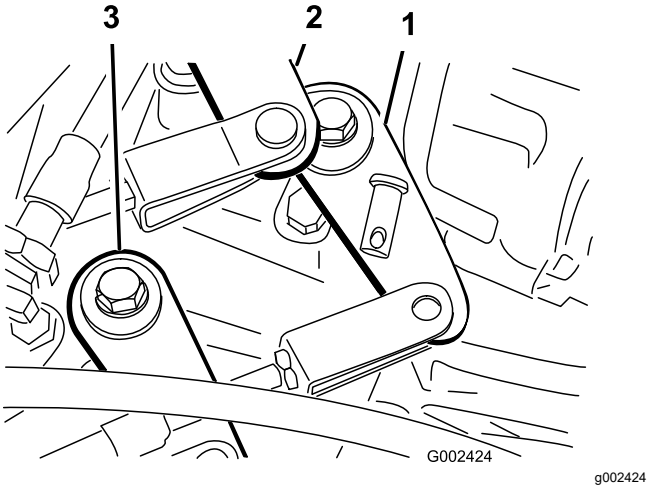

Figur 54
2. Fjern gaffelboltene, der fastgør gearkablerne til gearkassens geararme (Figur 54).
1. Fjern gaffelboltene, der fastgør kablet til højt/lavt hastighedsområde til gearkassen (Figur 54).